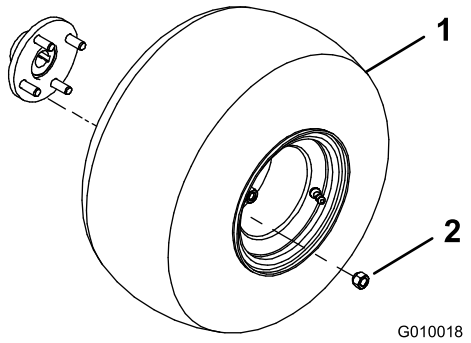

**Figur 3**
2. Monter et hjul på hvert bakhjulsnav (Figur 3).
3. Monter hakemutrene (Figur 3) og stram dem til 61 til 75 Nm.